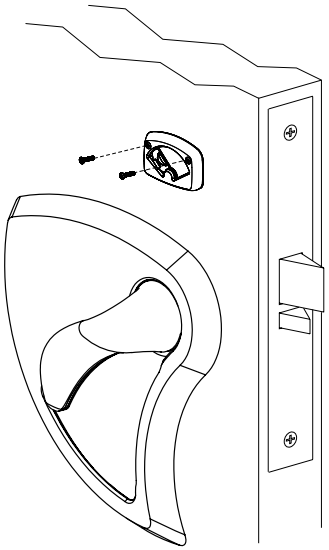

Figure 21
1. Install turn-piece loosely using two (2) turn-piece mounting screws. (Figure 21)